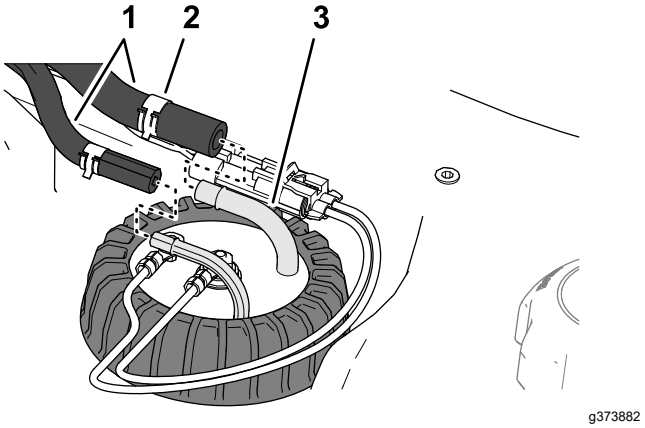

Figur 124
4. Flyt de klemmer, der fastgør slangerne til brændstofsenderens fittings, inden i, og fjern slangerne fra fittingsene (Figur 124).